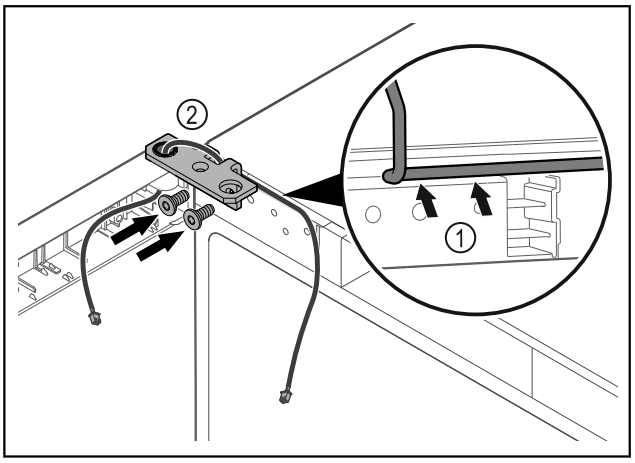

Fig. 35
▶ Faire passer le câble avec précaution par le trou de l'équerre de charnière *Fig. 35 (1)*.
▶ Visser l'équerre de charnière *Fig. 35 (2)*.